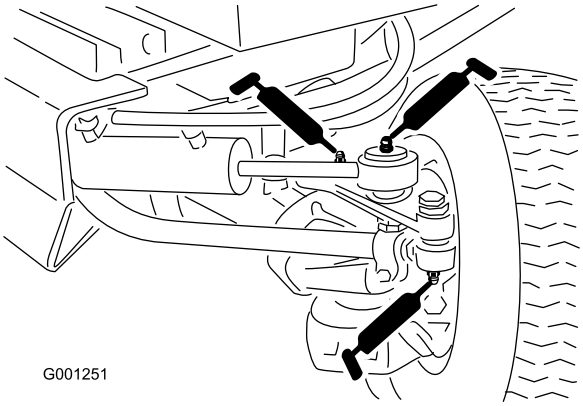

Figur 45
- Dragstångsändar (2) (Figur 45)
- Cylinderstavändar (2) (Figur 45)
- Styrtappar (2) (Figur 45)
- Axelsvängtapp (Figur 45)